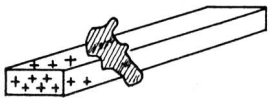

Fig. 85
a) **durch Reibung.** Wenn man einen Glasstab mit einem Wollappen reibt, so lädt sich dieser Glasstab mit positiver Elektrizität auf (Fig. 85).